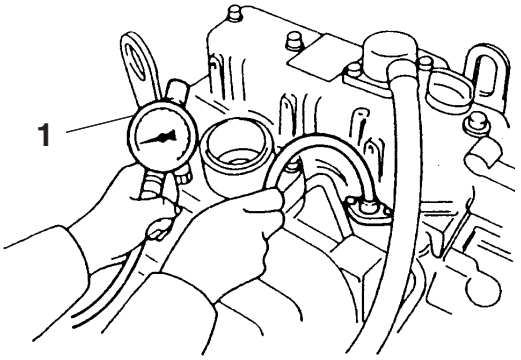

Figure 13-1
3. Turn off the fuel supply valve in the fuel supply line. Disconnect the fuel injection stop solenoid at the connector. Crank the engine for a few seconds with the stop solenoid disconnected (no injection state) before installing the compression gauge adapter **(Figure 13-1, (1)),** this will expel any residual fuel from the cylinder.